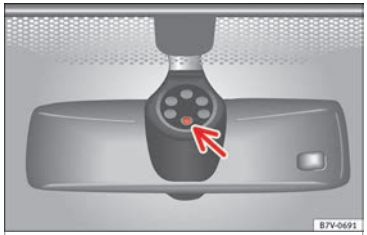

Bild 145 Regnsensorns känsliga yta
Möjliga orsaker till fel och felaktiga avläsningar på regnsensors *känsliga yta* ››› bild 145 innefattar:
- **Rengör regnsensorns känsliga yta regelbundet och kontrollera bladen beträffande skador ››› bild 145 (se pilen).**